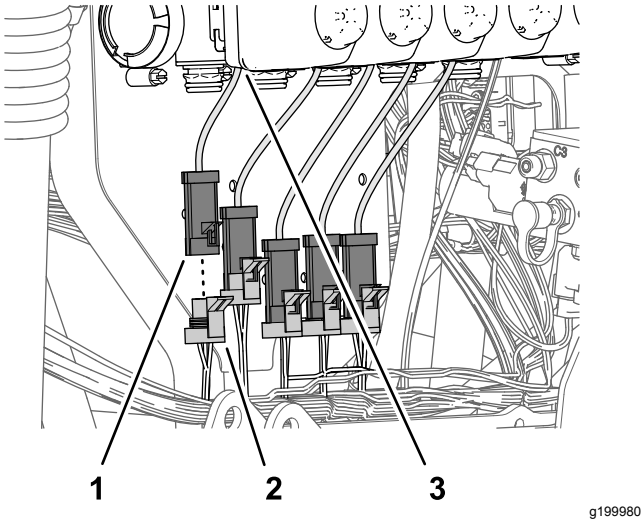

Rysunek 116
2. Podłącz złącze 3-stykowe gniazdowe (Rysunek 116) odgałęzienia wiązki przewodów 89 cm z zestawu oznaczone ZAWÓR DYSZY 1) do złącza 3-stykowego siłownika zaworu umieszczonego po lewej skrajnej stronie (pozycja 1).
3. Podłącz złącze 3-stykowe gniazdowe (Rysunek 116) odgałęzienia wiązki przewodów 89 cm oznaczone ZAWÓR DYSZY 2) do złącza 3-stykowego siłownika zaworu (pozycja 2).
4. Podłącz pozostałe złącza 3-stykowe gniazdowe odgałęzienia wiązki przewodów 89 cm do 3-stykowych złączy siłowników zaworów (Rysunek 116).